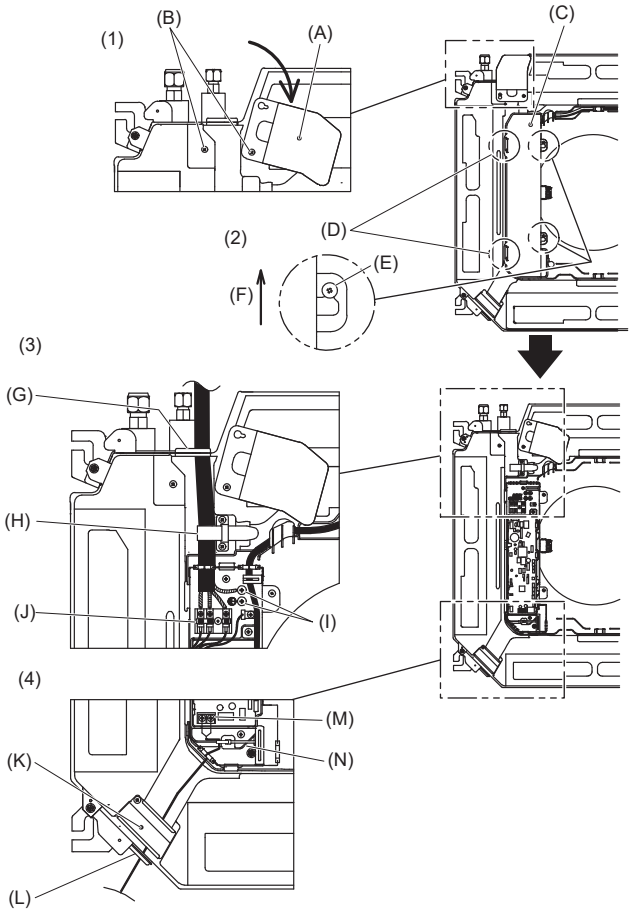
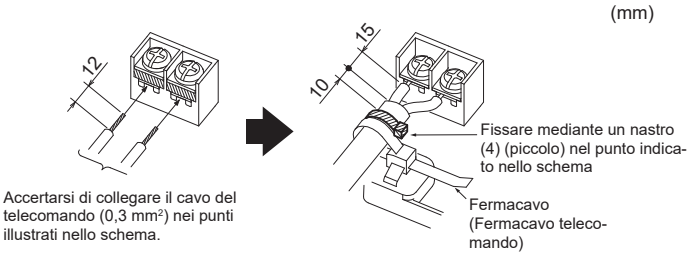

Fig. 6-1
Fig. 6-3
6.1. Sezione interna (Fig. 6-1)
1. Allentare le 2 viti che assicurano il pannello di servizio dei cablaggi elettrici, quindi ruotare il pannello. [Fig. 6-1 (1)]
2. Allentare le 2 viti che assicurano il coperchio della scatola elettrica, quindi far scorrere il coperchio. [Fig. 6-1 (2)]
3. Far passare il cavo di alimentazione, il cavo di connessione dell'unità interna/esterna e il cavo della messa a terra attraverso gli ingressi indicati nello schema. [Fig. 6-1 (3)]
4. Far passare e collegare il cavo di controllo remoto attraverso gli ingressi indicati nello schema. [Fig. 6-1 (4), Fig. 6-3]